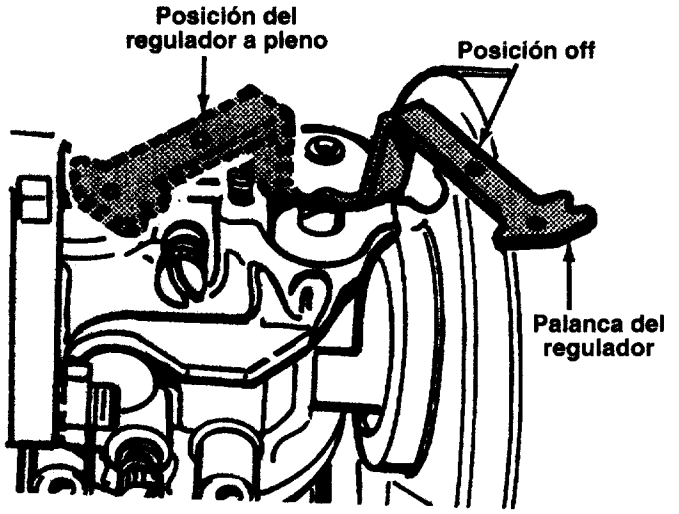

FIGURA 14.
- Mueva la palanca del regulador a la posición de choke (regulador) como en la figura 14.